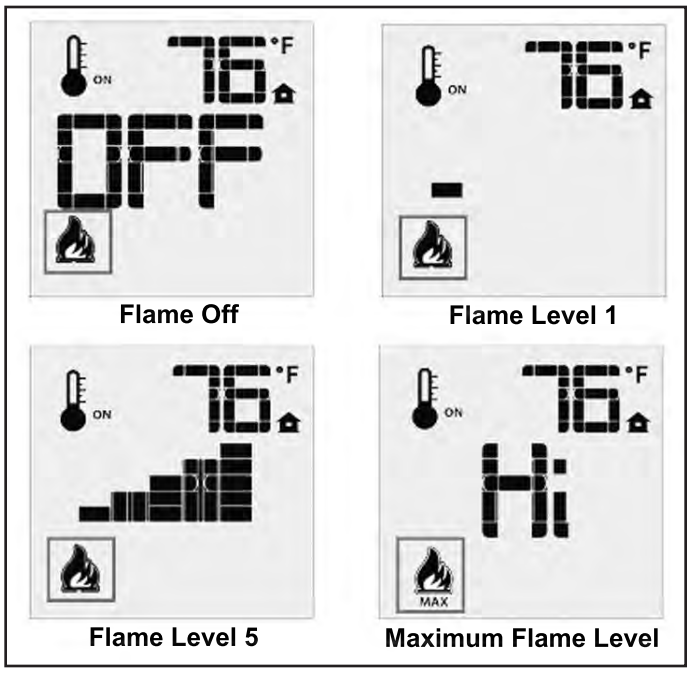

Figure 113: Remote Control's Flame Levels.
The Proflame GTMF has six (6) flame levels. With the system on, and the flame level at the maximum in the appliance, pressing the Down Arrow Key once will reduce the flame height by one step until the flame is turned off. The Up Arrow Key will increase the flame height each time it is pressed. If the Up Arrow Key is pressed while the system is on but the flame is off, the flame will come on in the high position (refer to Figure 113). A single "beep" will confirm reception of the command.